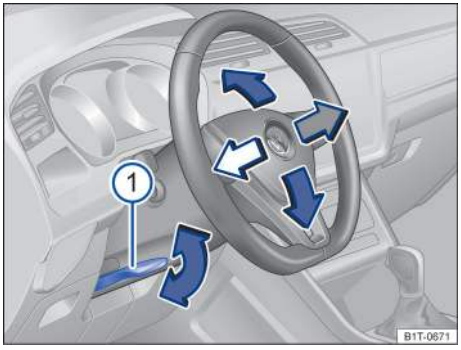

Fig. 64 Manual adjustment for the steering wheel position.
The steering wheel can be adjusted up and down (blue arrows) or forward and back (white and gray arrows) → fig. 64.
— Push down on the lever → fig. 64 (1).
- Always pull the lever → fig. 64 (1) firmly upward after adjusting the steering wheel so that the steering wheel does not change position suddenly while the vehicle is moving.